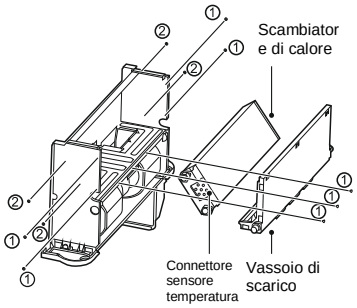

Figura 4-8: Estrazione del vassoio di scarico e dello scambiatore di calore
g) Come mostrato nella Figura 4-8, svitare le viti ①×7 e togliere il vassoio di scarico. Quindi svitare le viti ②×4 e estrarre lo scambiatore di calore.